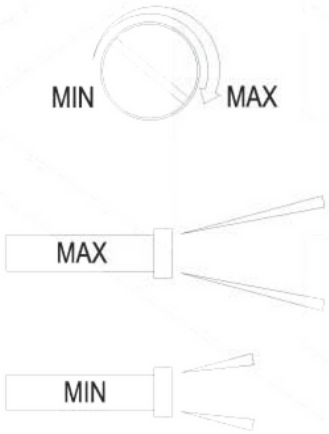

Fig.5a
b. According with the reflection distance, choose an altering screw driver in the accessory package to adjust the knob on the photoelectric switch to increase or decrease the distance (see **Fig.5a**).